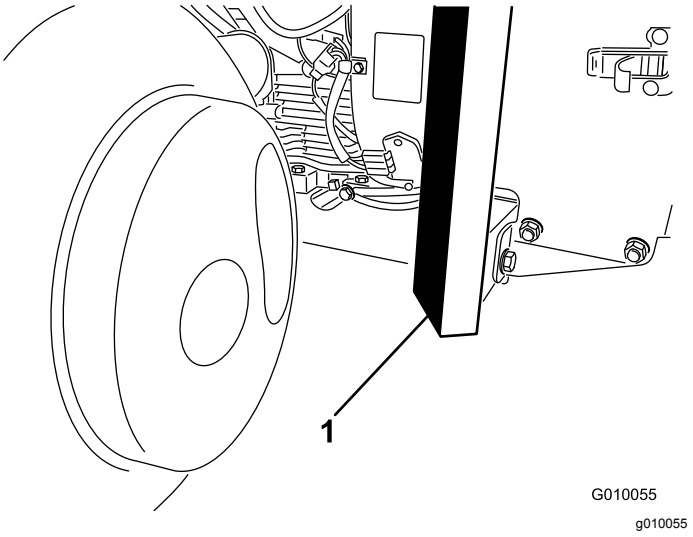

Figur 41
3. Placer donkraften forsvarligt under rammens forende (Figur 41).